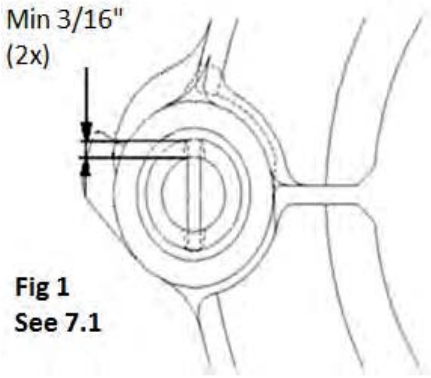

Fig 1
4.1	Hinge-pin lock-bar is engaged both sides at least 3/16” (see fig.1)